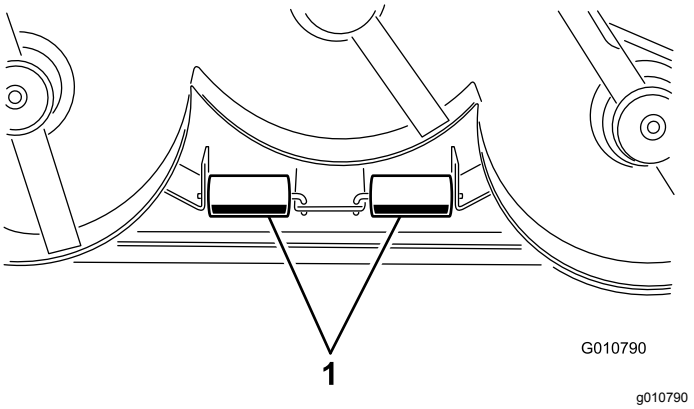

Figur 13
1. Fjern splintene som fester valseakslene til undersiden av klippeenheten (Figur 13).